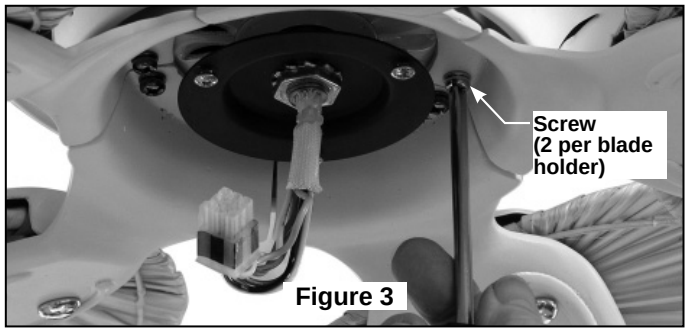

Figure 3
5. Attach assembled blades and blade holders to the motor hub using the provided screws & lock washers. (Figure 3)